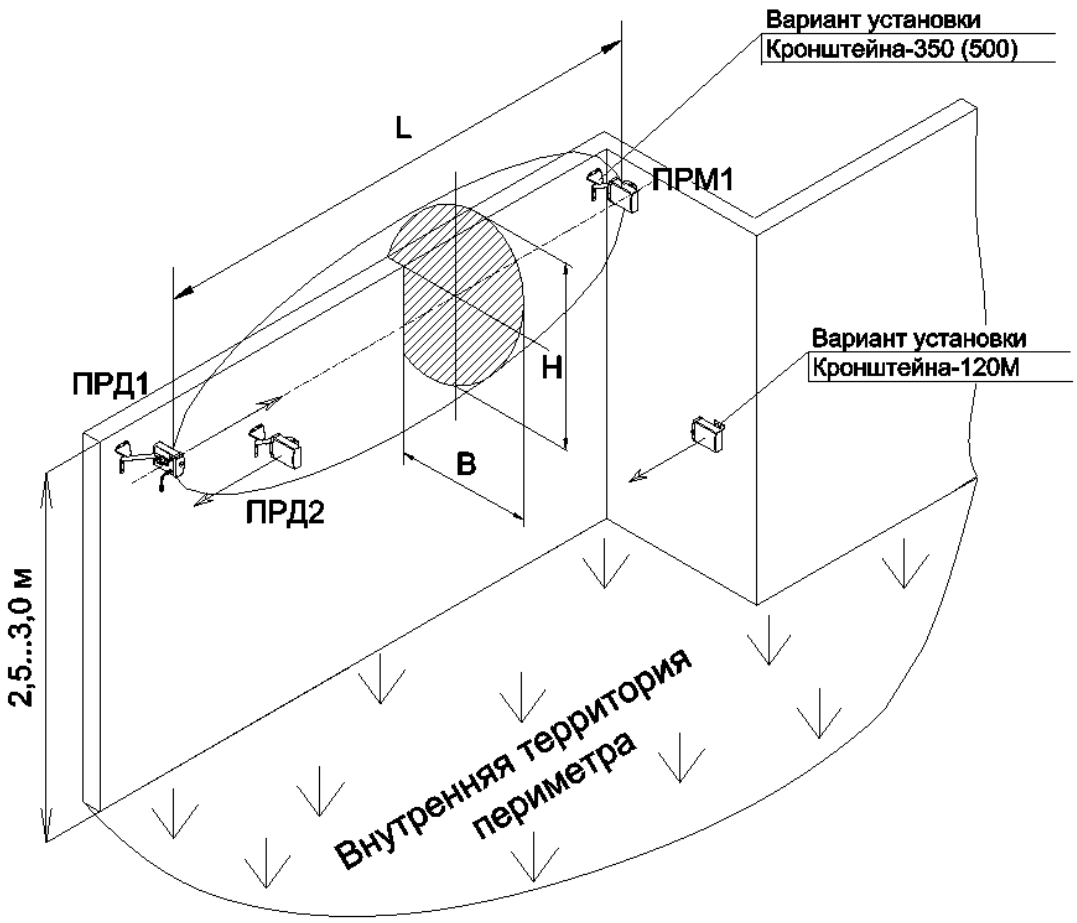

Рисунок 2.9 – Пример установки извещателя с применением выносных кронштейнов 500, 350, 120М
– КРОНШТЕЙН-500 (вынос 500 мм) рекомендуется применять, если верх заграждения «закрыт» средствами физической защиты (АСКЛ, АКЛ и т.п.) (см. рисунок 2.9);
– КРОНШТЕЙН-350 (вынос 350 мм) рекомендуется применять, если по верхней части заграждения отсутствуют средства физической защиты (см. рисунок 2.9).